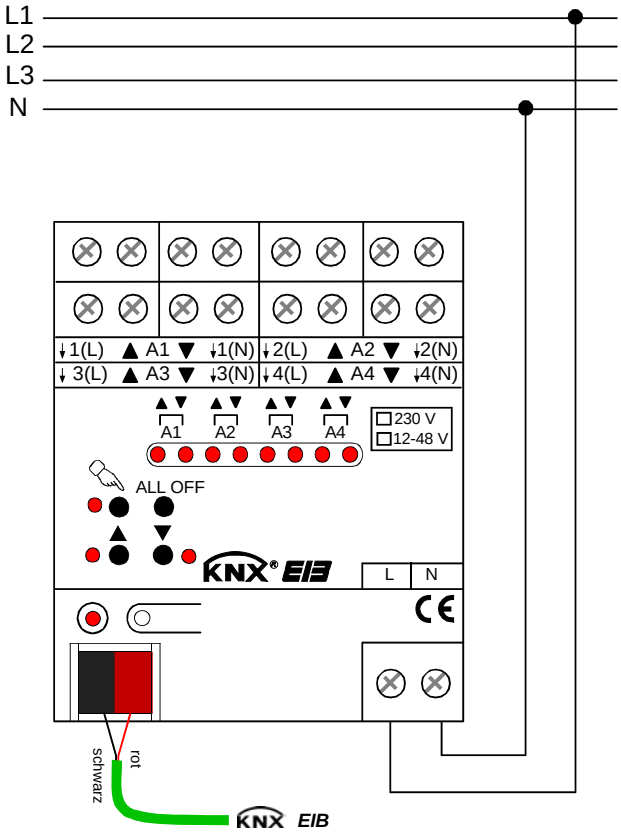

Bild 1: Elektrischer Anschluss der Netzspannungsversorgung
- Der Busanschluss (Standard-Busklemme) und der Anschluss der Netzspannungsversorgung ist gemäß Bild 1 vorzunehmen (Anschlussbeispiel).